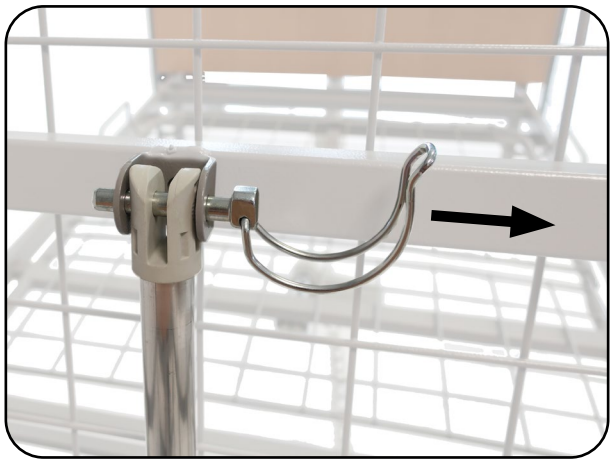

Abb. 8.7.01 – Rohrklappstecker zur Notabsenkung
2. Der zweite Anwender klappt den Sicherheitsbügel des Rohrklappsteckers um, zieht ihn heraus und legt ihn zur Seite (Abb. 8.7.01) (Der Antrieb ist getrennt und schwenkt nach unten weg. Das Rückenteil wird nun nicht mehr vom Antrieb gehalten).